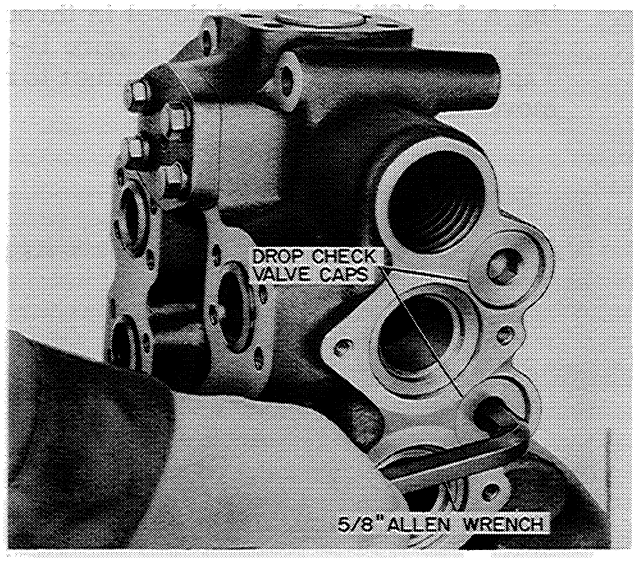

Figure D-68
1. Remove the drop check valve caps, shown in Figure D-68 and D-69, using a 5/8" Allen wrench. There are four drop check valves used in the VY-5 control valve assembly, two at each end as shown in Figures D-68 and D-69. Now remove the poppet springs and poppets. A soft wire with a smooth hook end may be used if necessary to remove the poppet spring and poppet.